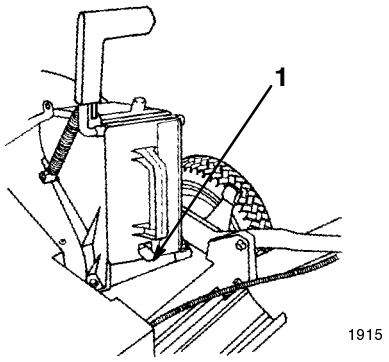

Bild 6
5. Schieben Sie die Abdeckung so weit ein, dass der Federclip an der Unterseite der Abdeckung einschnappt (Bild 6).